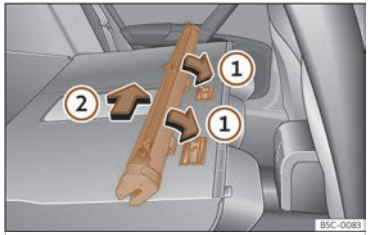

Fig. 197 Assembling the partition net in the rear seat backrests.
- Place the net casing in the rail slots in the direction of the arrows ››› **Fig. 197** ①.
- Push the casing towards the left side of the vehicle in the direction of the arrow ››› **Fig. 197** ② and as far as it will go.
- Pull the net casing out approximately 5 cm in the opposite direction to the arrow ››› Fig. 197 ②.
- Remove the casing from the rails by pulling in the opposite direction to the arrows ››› Fig. 197 ①.